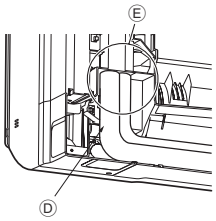

Fig. 3-10
6. Dæk opkravningsforbindelsen med rørbeklædningen til det L-formede forbindelsesrør ④, så den ikke er blotlagt. (Fig. 3-10)
- Ⓐ L-formet forbindelsesrør ④
8. Dæk opkravningsforbindelsen med rørbeklædningen til det L-formede forbindelsesrør ④, så den ikke er blotlagt. (Fig. 3-10)